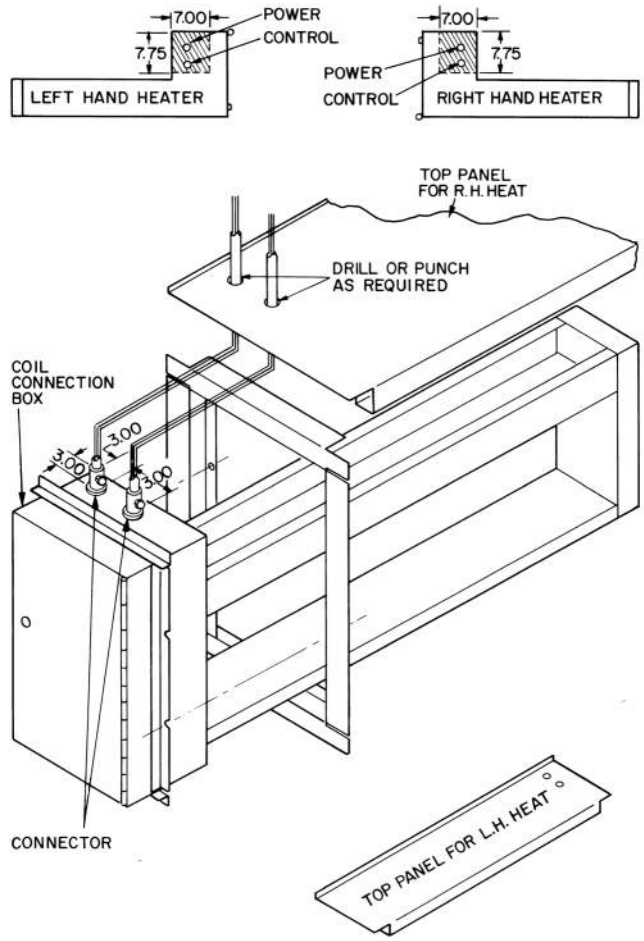

Fig. 74 — Electric Heater Installation
To install electric heater, refer to Fig. 74 and proceed as follows:
4. Remove top panel of the preheat-electric section and drill or punch 2 holes are specified in Fig. 74.